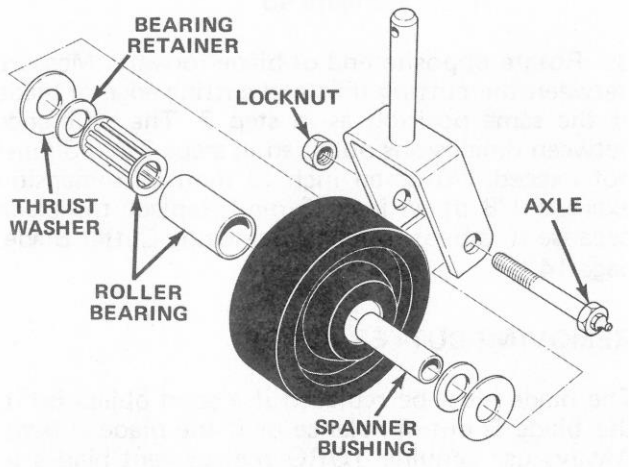

Figure 42
1. Remove locknut from axle holding castor wheel assembly between castor fork (Fig. 42). Grasp castor wheel and slide axle out of fork.
Note: Account for the two bearing retainers and thrust washers (Fig. 42).
2. Tip wheel to the side and allow roller bearing and spanner bushing to fall out (Fig. 42).
6. Pump more grease through grease fitting on axle (Fig. 42) until bearing is greased thoroughly.